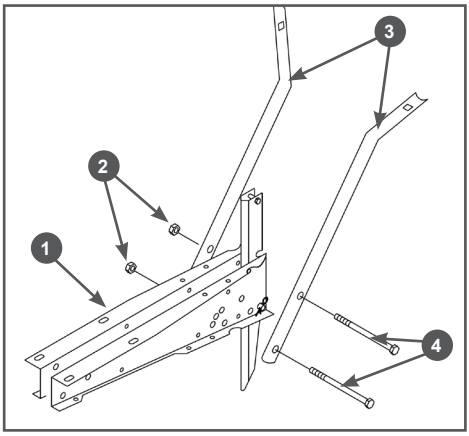

Рис. 6 Установка стоек рабочих рукояток
5. Установите стойки 3 рабочих рукояток на раму 1 (Рис. 6). Совместите отверстия в раме 1 и стойках 3 рабочих рукояток и вставьте в отверстия болты 4 и закрутите гайки 3 (Рис. 6).